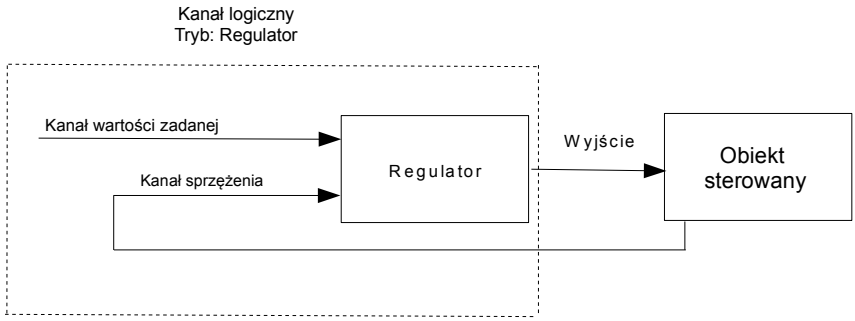

Rys. 7.71. Ogólny zarys struktury sterowania zaimplementowanego w urządzeniu
- **Kanał wartości zadanej** – po naciśnięciu przycisku obok tej etykiety wybierany jest kanał logiczny z wartością zadaną (patrz **Rys. 7.71**), kanał wartości zadanej definiuje dane wejściowe dla procesu sterowania,
- **Kanał sprzężenia** – po naciśnięciu przycisku obok tej etykiety, wybierany jest kanał logiczny z danymi pochodzącymi ze sprzężenia obiektu sterowanego (patrz **Rys. 7.71**), kanał sprzężenia definiuje dane wejściowe dla procesu sterowania,